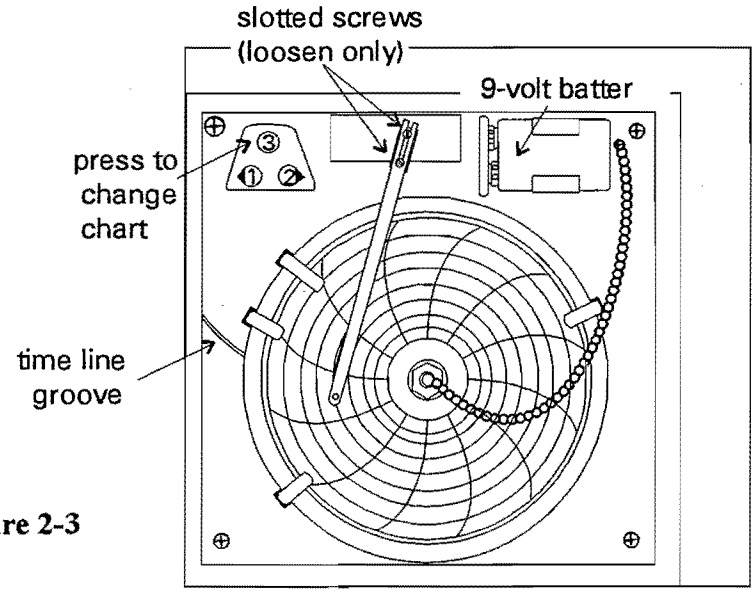

Figure 2-3
To prepare the recorder for operation, open the glass door and snap the connector onto the 9-volt battery as shown in Figure 2-3. If the unit is operating, the green LED lights steady. If the unit is not turned on, the LED blinks.
- Press the Change Chart button (#3) and hold it for 1 second until the pen begins to move to the left of the chart. See Figure 2-3.